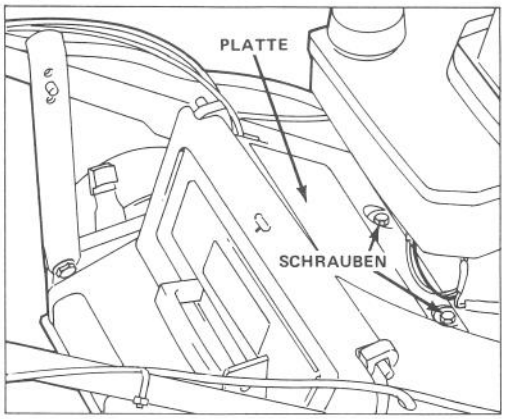

Bild 25
2. Die Zwei Schrauben lösen, die die Platte am oberen Teil des Mähergehäuses befestigen (Bild 25). Platte abnehmen.